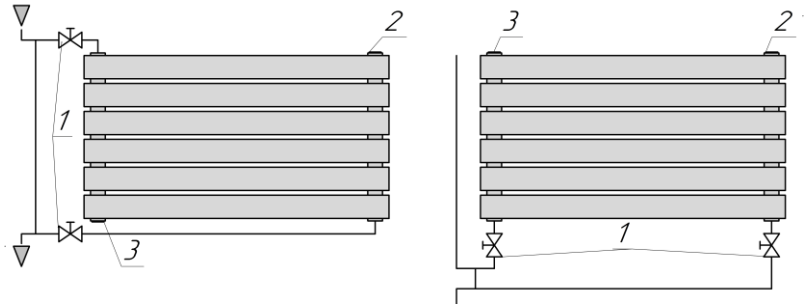
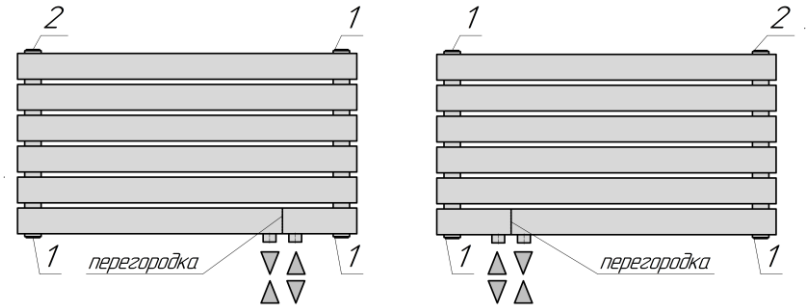

Рис. 2. 1. Вентиль (кран). 2. Кран Маевского-воздухоотводчик. 3. Пробка глухая.
Рис. 4. 1. Вентиль (кран). 2. Кран Маевского-воздухоотводчик. 3. Пробка глухая.
2.2 Радиаторы выпускаются с разнесенным (седловым) нижним или диагональным подключением «QUADRUM SOLO H», (Рис.2, 3) или с правосторонним (левосторонним) нижним подключением с межосевым расстоянием 50 мм для моделей «QUADRUM SOLO H R(L)» (Рис.4).
5.7. Схема разнесенного подключения радиатора к однотрубной системе (Рис. 2):
5.9. Схемы присоединения под арматуру нижнего подключения 50 мм к двухтрубной системе отопления (Рис. 4): Подключение прямой и обратной магистрали - произвольное.